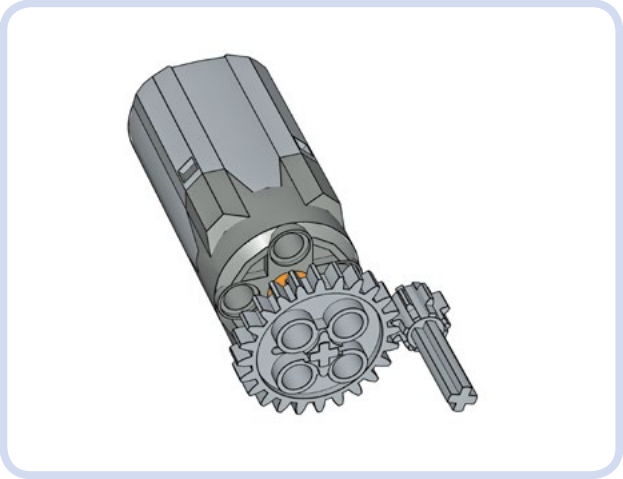

Abbildung 6-2: Übersetzung
- Wird ein kleines Zahnrad durch ein großes angetrieben, erhöht sich die Drehzahl, während das Drehmoment sinkt. Dies wird Übersetzung genannt (siehe Abbildung 6-2).